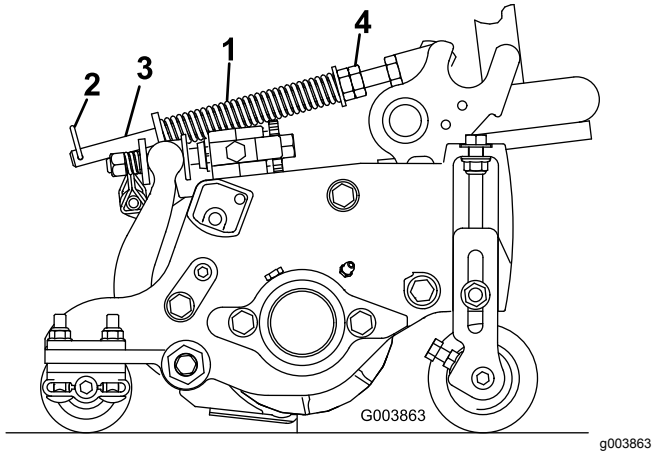

**Figur 14**
Dekkekompenseringsfjæren overfører også vekt fra den fremre til den bakre valsen (Figur 14). Dette er med på å redusere bølgemønsteret i gresset, også kjent som "ondulering".
1. Kontroller at hårnålssplinten er installert i det bakre hullet på enden av stangen (Figur 14).
2. Trekk til sekskantmutrene foran på fjærstangen til den komprimerte lengden på fjæren er 12,7 cm for klippeenheter på 12,7 cm eller 15,9 cm for klippeenheter på 17,8 cm) (Figur 14).